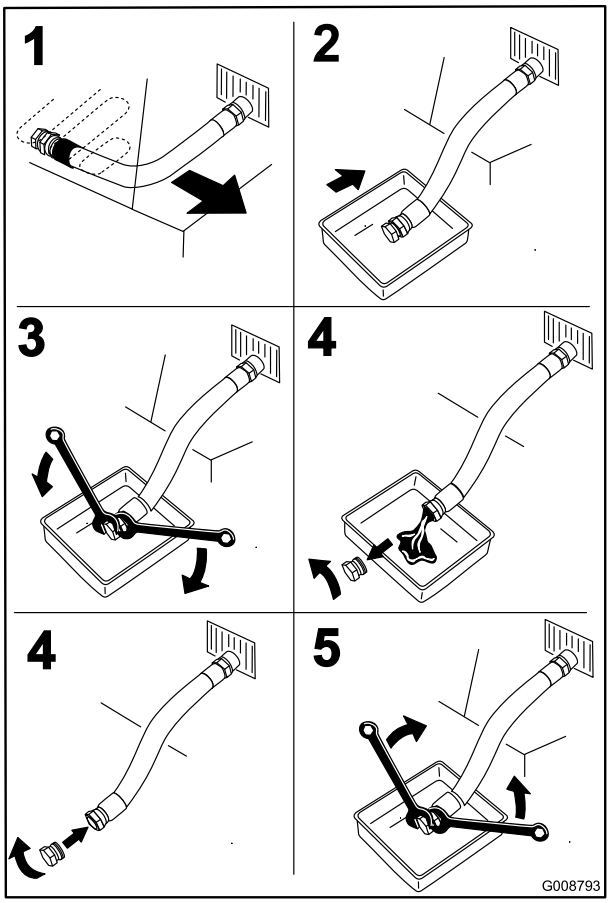

Figuur 50
4. Zet de motor af, verwijder het contactsleuteltje en wacht totdat alle bewegende onderdelen tot stilstand zijn gekomen voordat u de bestuurderspositie verlaat (Figuur 50).